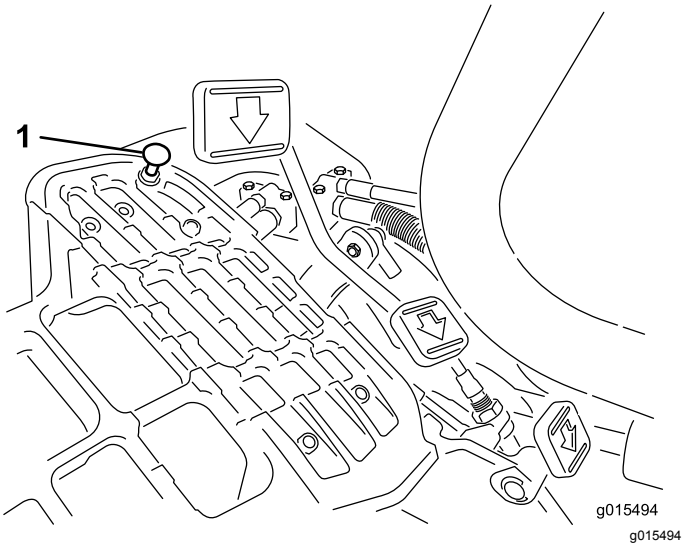

Figur 41
Du kommer upp i maximal transporthastighet genom att flytta funktionsreglaget till TRANSPORTLÄGET och trycka ned gaspedalen. Om pedalen får kontakt med stoppet (Figur 41) innan du känner någon spänning i kabeln genomför du följande justeringsprocedur:
1. Flytta funktionsreglaget till TRANSPORTLÄGET och lossa på låsmuttern som fäster pedalstoppet vid golvplattan (Figur 41).